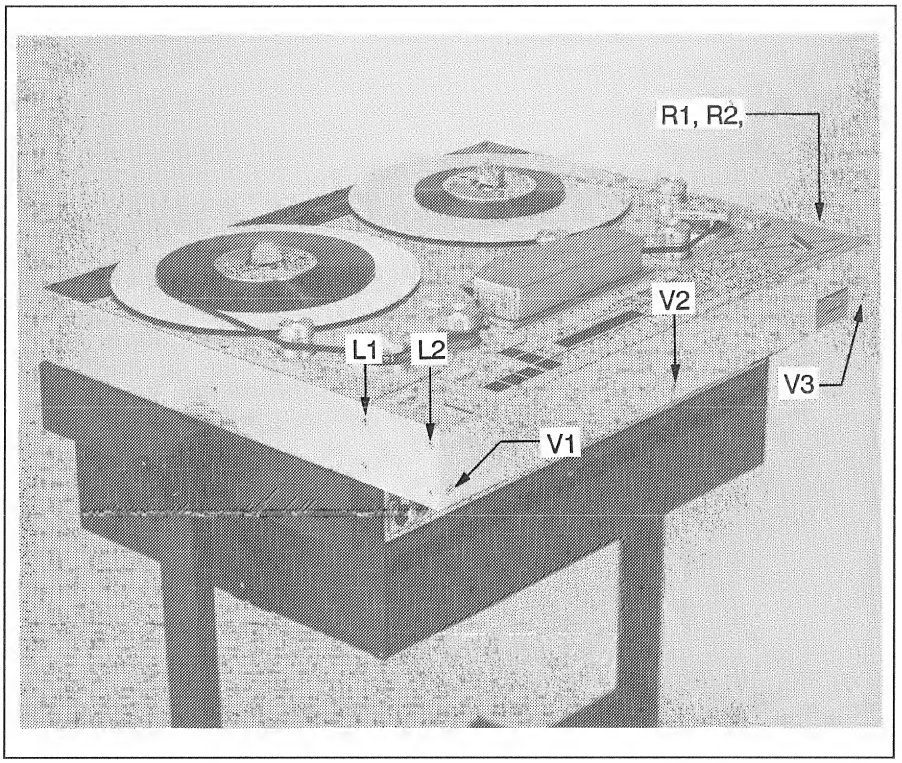

Fig. 3.4.54
- Zur Demontage des Bedienpanels sind die Schrauben V1, V2, V3 und L1, L2 mit Stiftschlüssel 2,5mm herauszudrehen. Siehe Fig. 3.4.54.